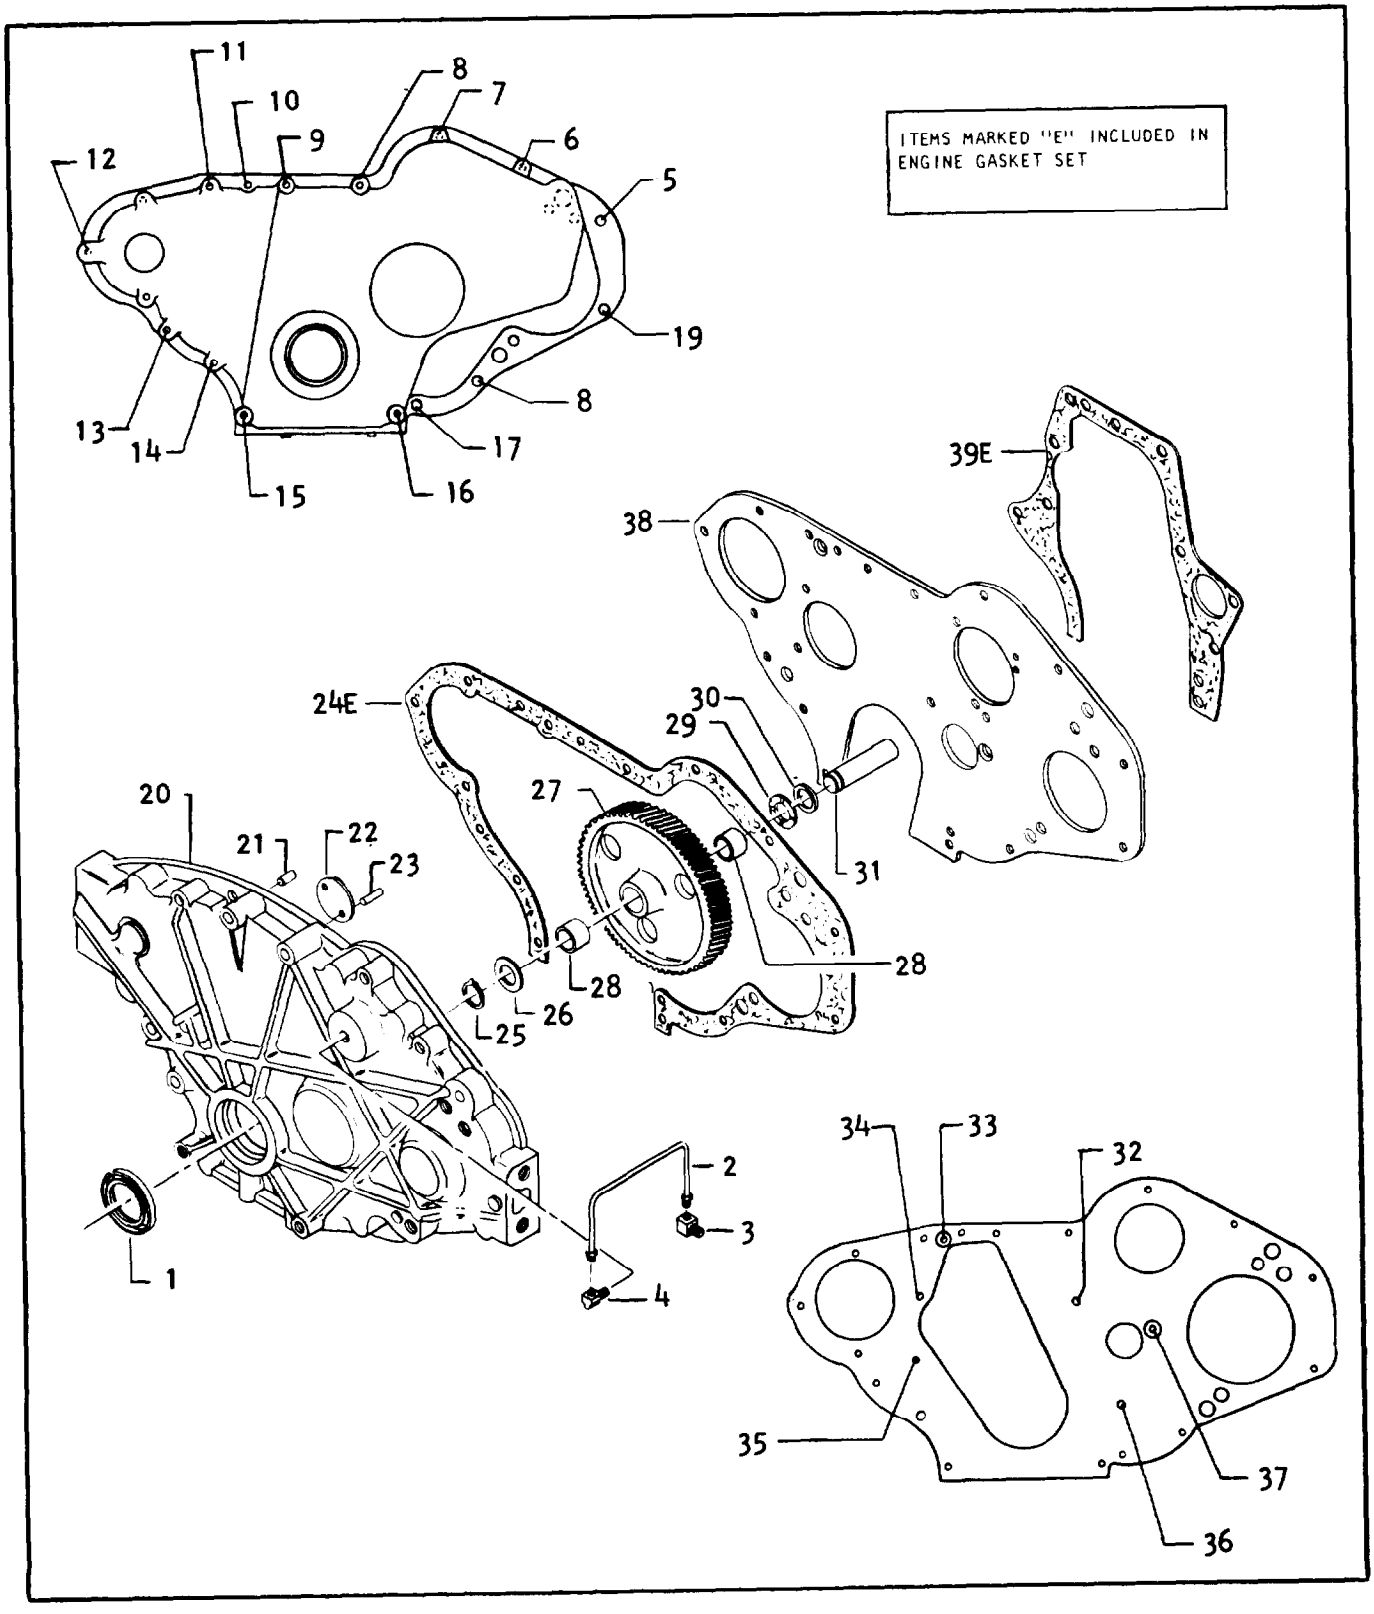

Figure 5-36. Timing Gear Cover Parts
LEGEND FOR FIGURE 5-36
j. Refer to figure 5-36 for general parts identification and proceed to remove the timing gear cover.